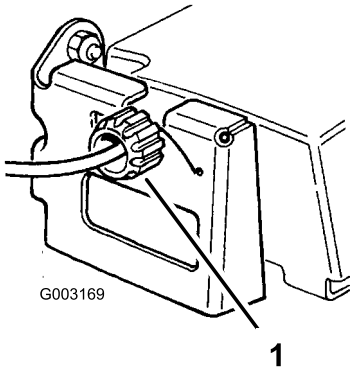

**Figura 27**
2. Se la trazione automatica non funziona, girate la manopola di comando di mezzo giro in senso orario. Se il tosaerba si sposta in avanti, girate di mezzo giro la manopola in senso antiorario per allentare la cinghia (Figura 27).